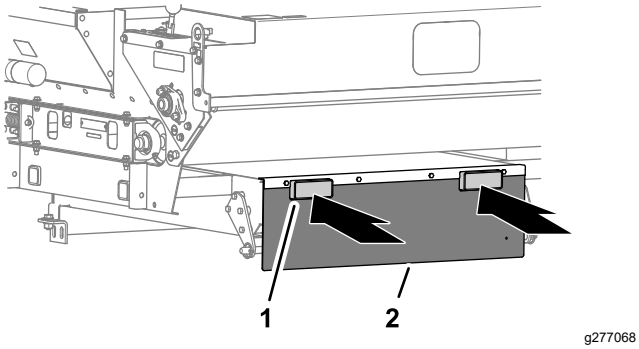

Figur 8
- Hvis du bruger en gaffeltruck til at løfte topdresseren, skal du føre gaflerne igennem løfterørene (Figur 8) ved bagklappen.